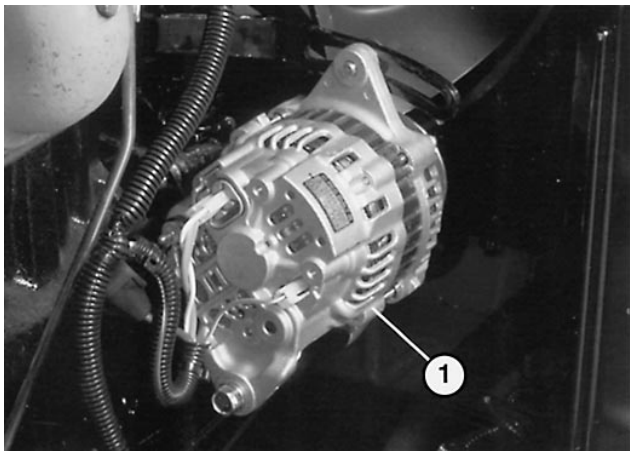

Afbeelding 42
C. Draai de bouten los (3) waarmee de wisselstroomdynamo is bevestigd aan de plaat en de montagebeugel (Afb. 42). Draai de wisselstroomdynamo een stukje los van de motor om de riemspanning te vergroten en zet de bouten daarna vast. Controleer de riemspanning nadat deze is ingesteld. Stel de riem opnieuw af indien dit nodig is.